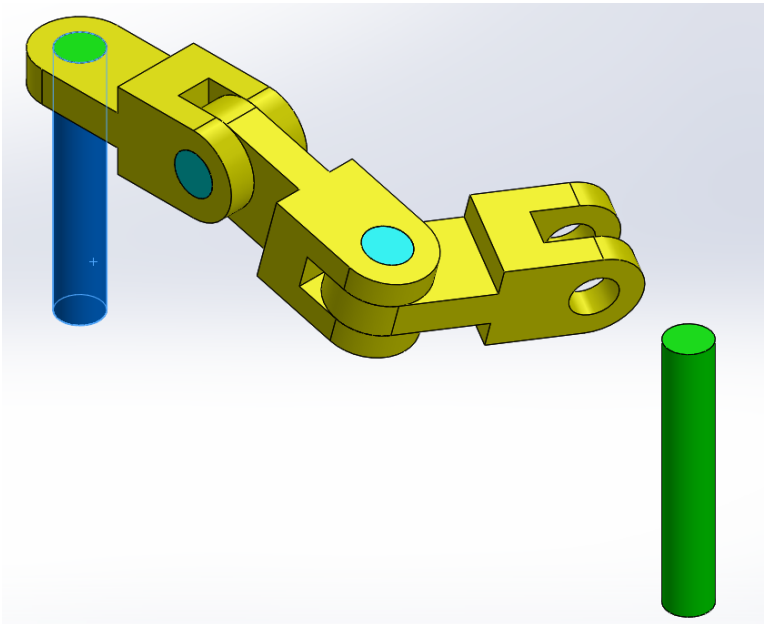

Figure 15 *The part to be copied*
1. Hold the CTRL key and drag the part to be copied, refer to Figure 15.